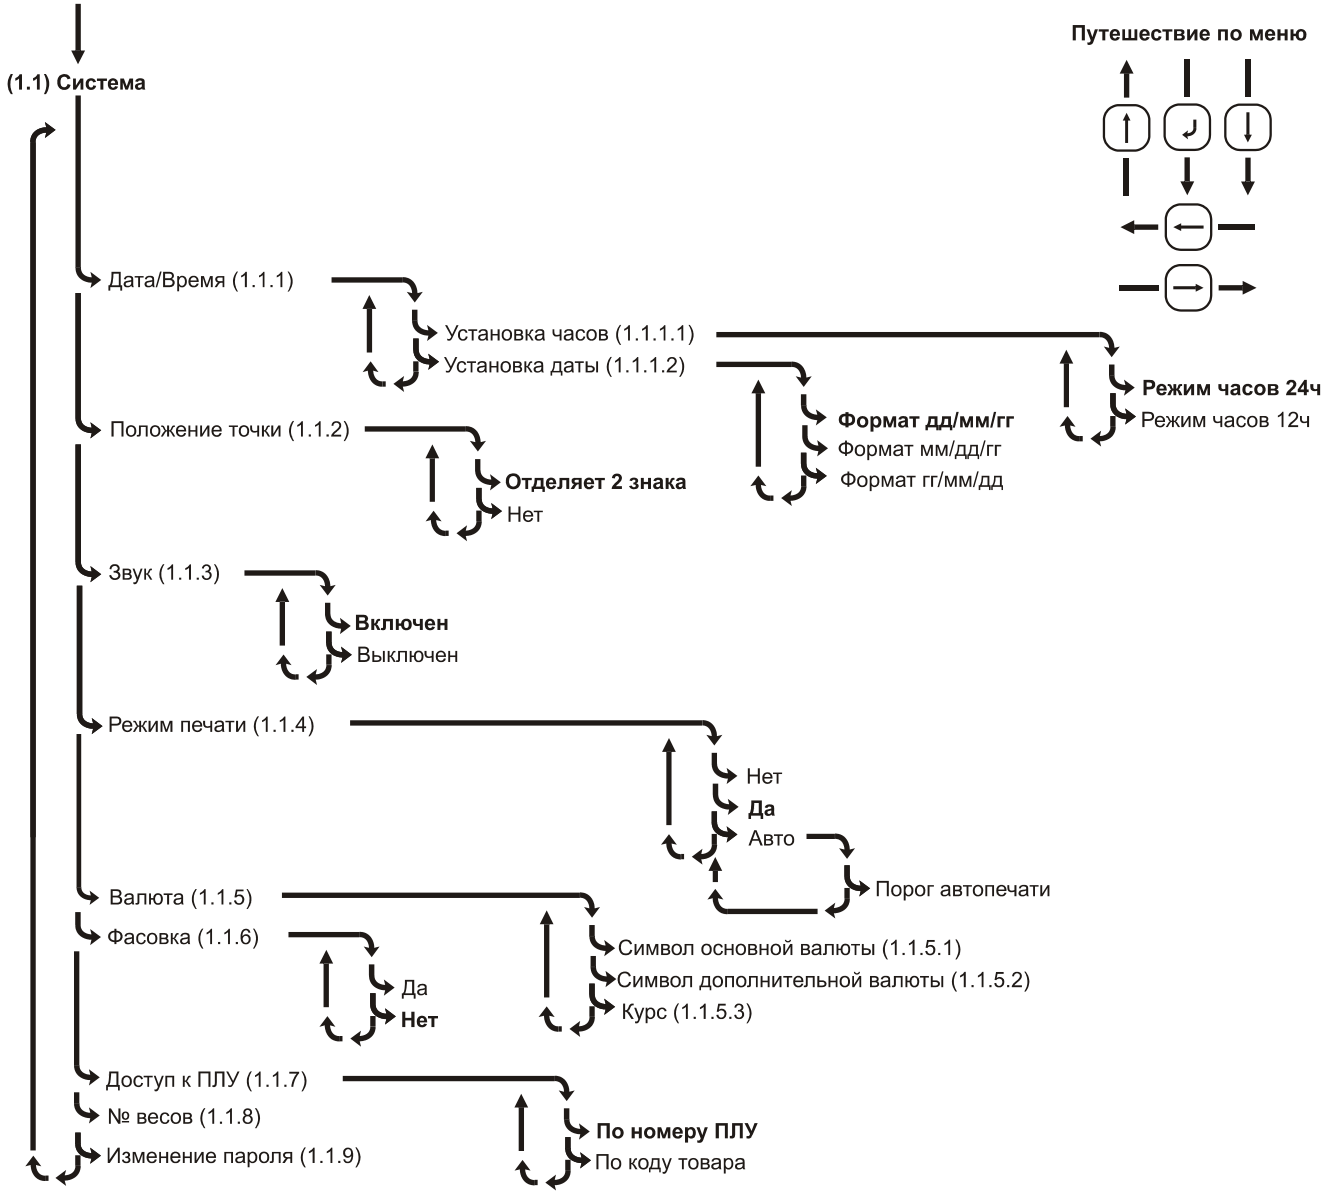

Рис. 22
- Откройте головку принтера и нажмите кнопку открытия головки принтера ***3*** до щелчка, кнопка останется утопленной, см. рисунок 22;
- Закройте головку принтера и сведите рычаги закрытия головки принтера ***4*** до щелчка, см. рисунок 22;